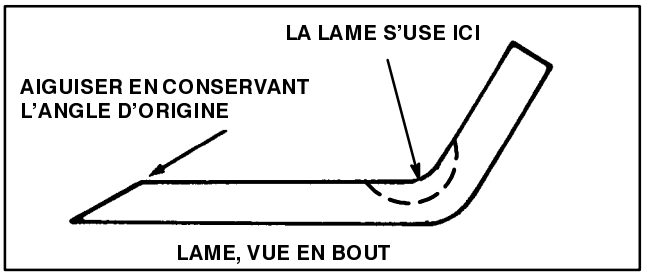

Figure 21
7. A l'aide d'une lime, aiguiser le tranchant des deux moitiés de la lame (Fig. 21).